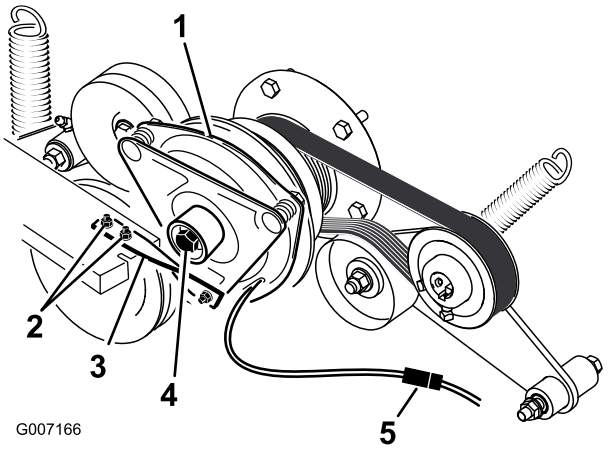

Rysunek 62
5. Odłącz złącze elektryczne sprzęgła (Rysunek 62).
2. Śruby (2) i nakrętki paska sprzęgła
6. Odkręć śruby mocujące gumowy pasek sprzęgła do ramy kosiarki (Rysunek 62).
7. Odkręć śrubę środkową mocującą sprzęgło do wału silnika, a następnie wyjmij sprzęgło i klucz (Rysunek 62).
14. Trzymając wał korbowy z tyłu maszyny, zamontuj śrubę środkową i dokręć ją momentem 68 N-m (Rysunek 62).
15. Zamocuj gumowy pasek sprzęgła do ramy kosiarki za pomocą 2 wcześniej odkręconych śrub i nakrętek (Rysunek 62).
17. Podłącz złącze elektryczne sprzęgła (Rysunek 62).